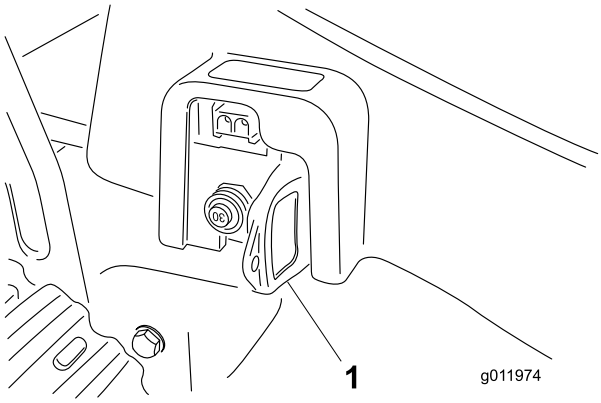

Figura 3
1. Si la llave está en el receptáculo del enchufe, retírela (Figura 3).
1. Retire la llave del receptáculo del enchufe (Figura 3).